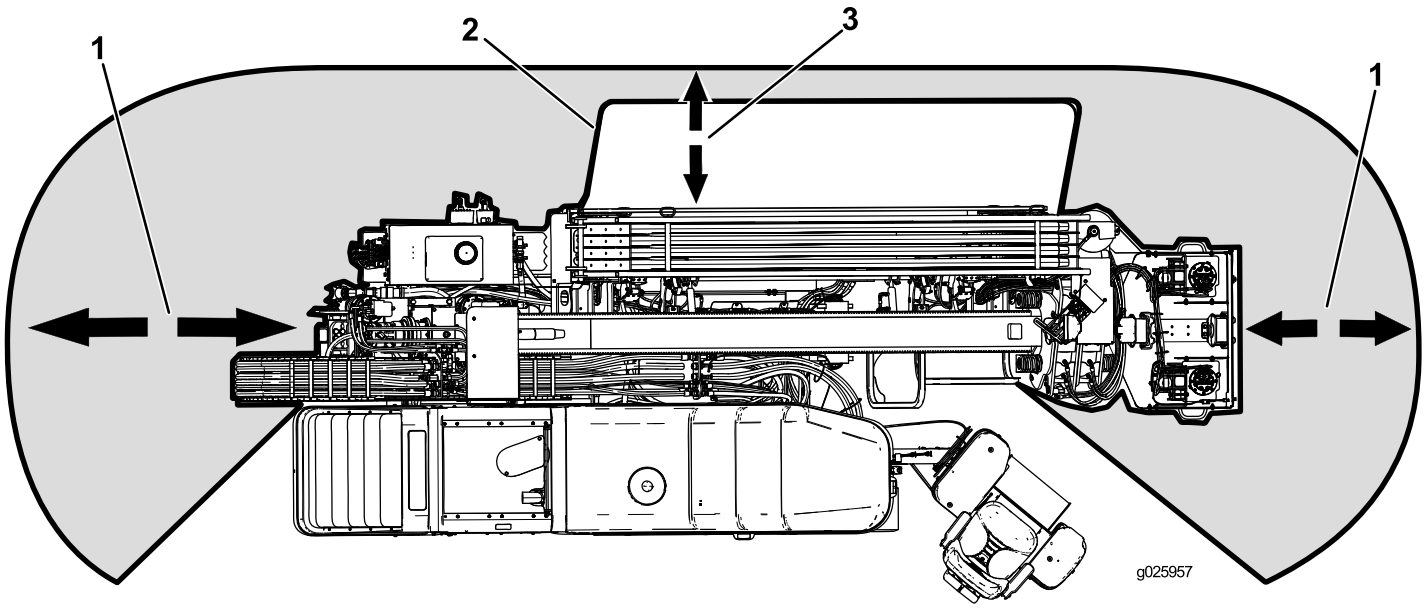

Figure 4
- Abaissez toujours la barre de sécurité pour piétons avant de forer (Figure 4).